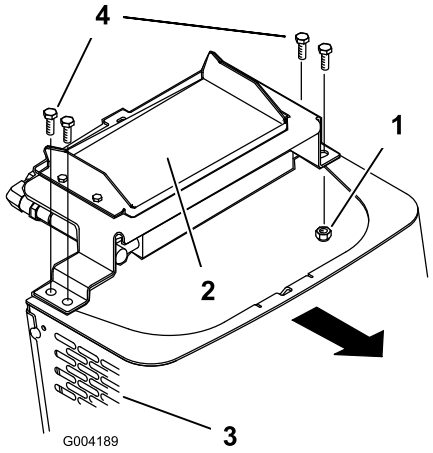

Figuur 27
6. Verwijder de borstbouten en moeren waarmee de oliekoeler aan de bovenzijde van het voorscherm is bevestigd (Figuur 27).